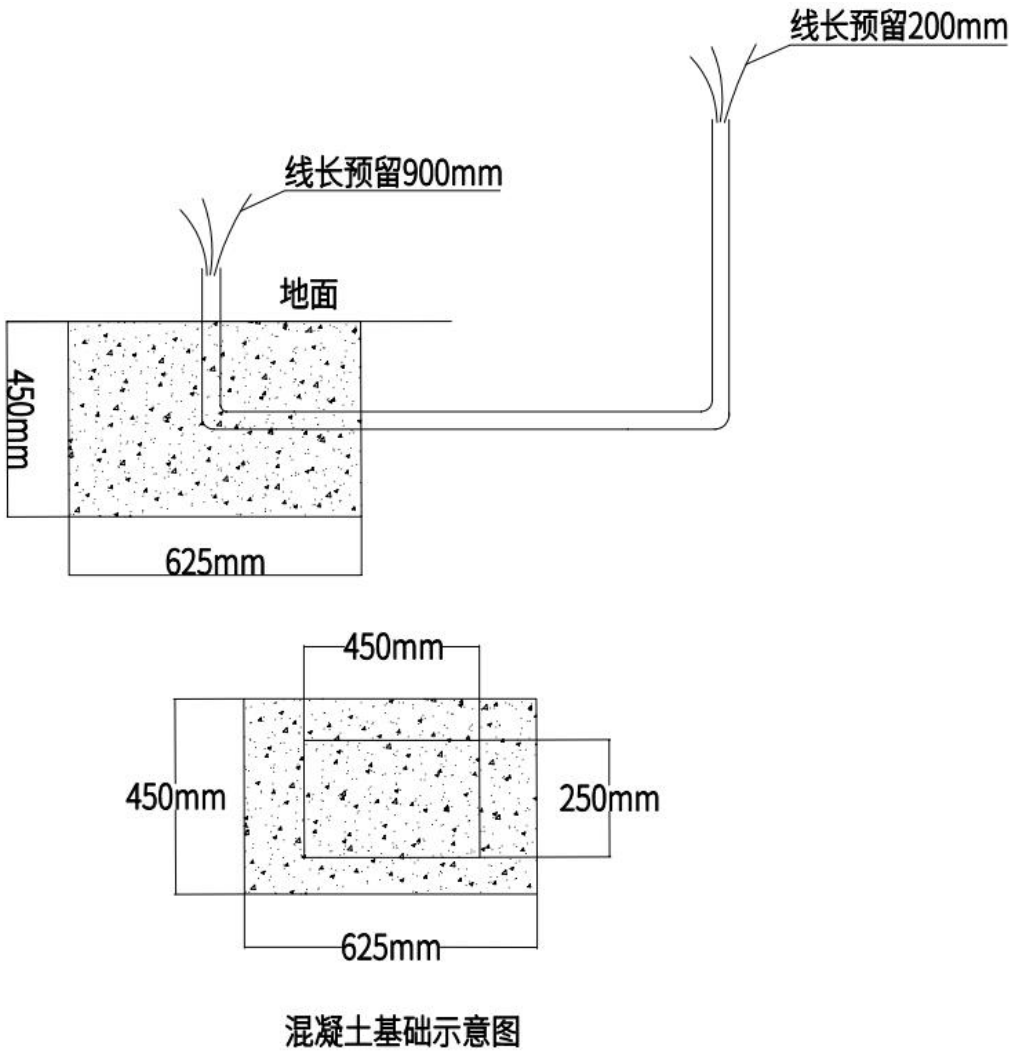

图 2
1、设备安装前先在地面开挖一个深 450mm、长为 625mm、宽 450mm 的土坑，且做好线管预埋（线管可用Ø40 的 PVC 或 SC 材质），如图 2。